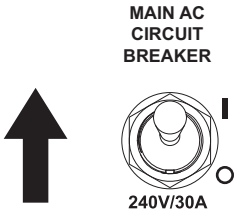

Figure 3-16. Main Circuit Breaker ON (I)
2. See ***Figure 3-16***. Switch main circuit breaker to ON (I).